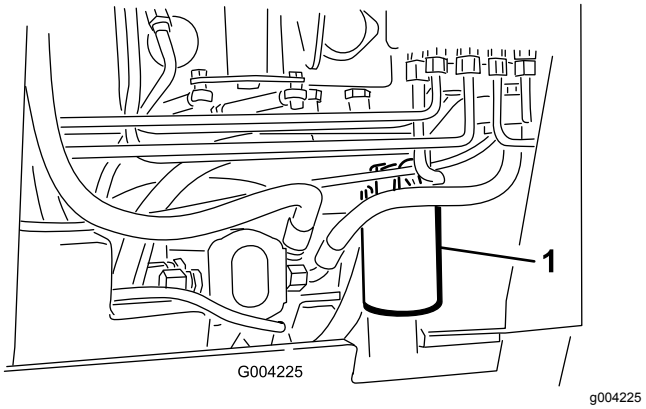

**Figure 61**
4. Place a drain pan under the filter (Figure 61).
5. Remove the old filter (Figure 61) and wipe the surface of the filter adapter gasket clean.
7. Install the replacement hydraulic filter onto the filter adapter (Figure 61). Tighten it clockwise until the rubber gasket contacts the filter adapter, then tighten the filter an additional 3/4 turn.